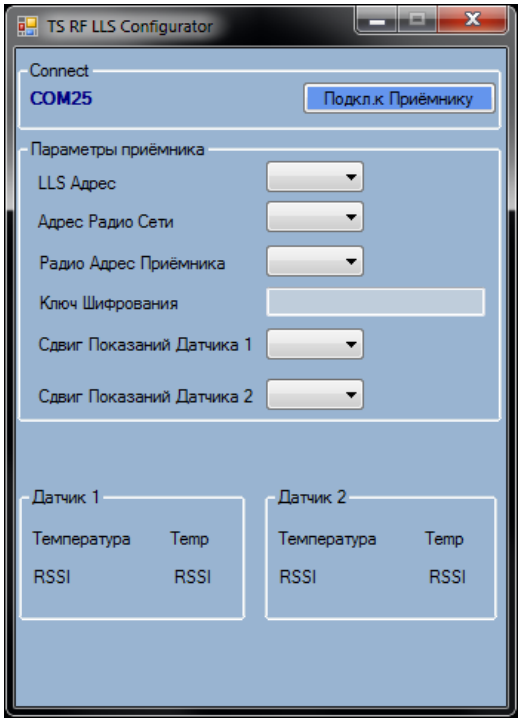

Рис.14
При подключении в окне программы дополнительно появляются кнопки **"Подкл. к Приемнику", "Прочитать", "Записать", "Прописать Датчик 1", "Прописать Датчик 2"** и следующих поля: **"Период обновления 1", "Период обновления 2"**(рис.14, 15)**.**
В поле **"Connect"** находятся кнопки **"Открыть"**, **"Подкл. к Приемнику"**, **"Откл.Реж.Прогр."** выпадающее меню выбор COM-порта, индикаторы выбранного порта и наличия связи с компьютером. В зависимости от режима работы эти элементы могут быть показаны/скрыты (см. рис. 14,15).
2) Нажать кнопку **"Подкл. к Приемнику"** (рис.14).